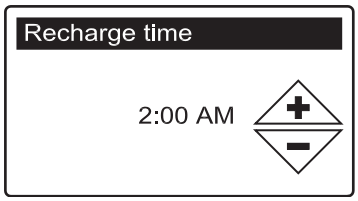

FIG. 30
5. Press the SELECT (○) button to display the Recharge time screen (See Figure 30).